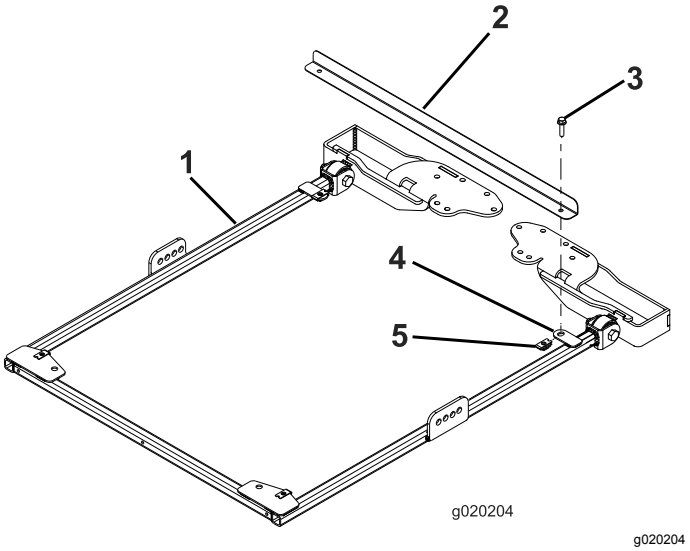

Рисунок 30
1. Чтобы правильно выровнять раму, прикрепите планку выравнивания рамы к монтажным выступам в задней части рамы солнцезащитного навеса с помощью 2 болтов с фланцевыми головками (5/16 x 1¼ дюйма), как показано на Рисунок 30.